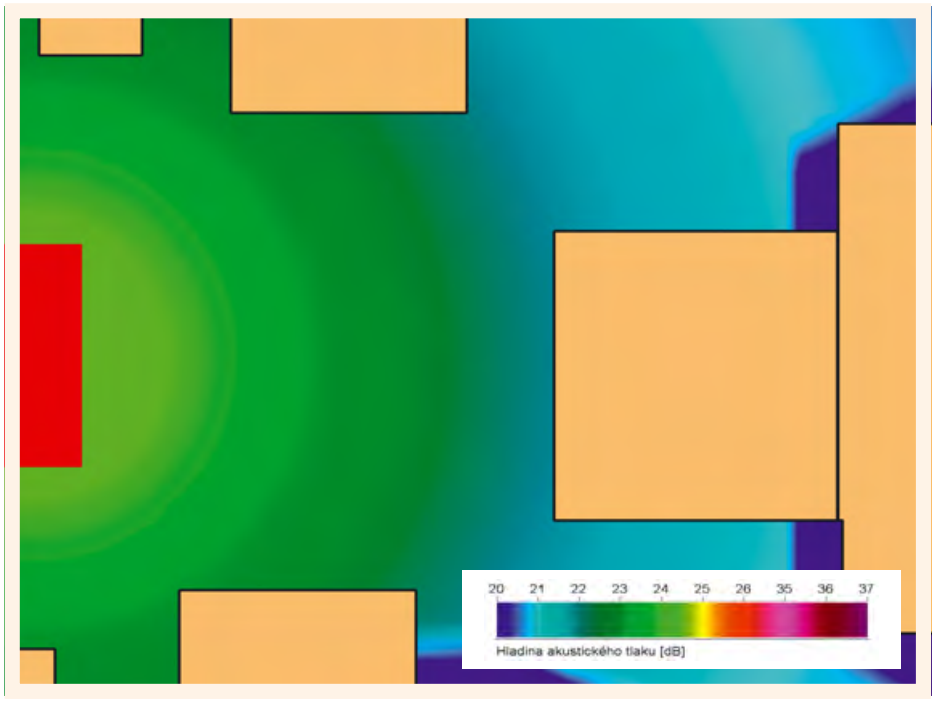

Рис. 1. Зоны шума — спальня – внутрипольный конвектор ISAN Oplflex FLT 20-11 — степень мощности I
Для калибрования гладких концов труб на конус (см. рис. 1, *в*) внутренний диаметр $D'_г$ торцевой части гильзы должен быть меньше внутреннего диаметра $D''_г$ ее заходной части (рис. 2, *ж*) на столько, на сколько необходимо для получения нужной конусности (рис. 2, *з*).
Переформование цилиндрических раструбов на трубах из НПВХ в конические возможно производить с использованием способа, аналогичного механопневматическому калиброванию. При этом следует использовать разрезные гильзы, которые будут смыкаться на раструбе для выполнения его переформования и сниматься после его завершения. Внутренняя поверхность таких гильз должна быть с очертаниями и размерами, обеспечивающими переход цилиндрических стенок раструба в конические от желобка к телу трубы с требуемой конусностью; угол β должен приниматься равным около 1° (см. рис. 1, *г*).
Значительно проще это можно достичь, используя термическую память термопласта. Размягченная путем нагрева стенка раструба на длине от желобка до переходной части охлаждается естественным путем, приобретая некоторую конусность. Так как процесс происходит неуправляемо, конусность может превысить норму — угол $\beta_3 > 1°$ (см. рис. 1, *д*).
где $N_{ц-ц}$ — усилие сборки клеевого соединения по схеме «цилиндр в цилиндр», Н; $f_{кл}$ — коэффициент трения поверхностей гладкого конца и раструба по клею; $\lambda_{ц-ц}$ — длина клеевого шва при склеивании по схеме «цилиндр в цилиндр», м. В соответствии с рис. 1, *б*:
При склеивании по схеме «конус в цилиндр» (см. рис. 1, *в*, $\beta_1 = 1°$) на 25–30 %, по схеме «цилиндр в конус» (см. рис. 1, *г*, $\beta_2 = 1°$) на 50–60 % и на 35–40 % (см. рис. 1, *д*, $\beta_3 > 1°$).
При этом сборка во всех случаях должна вестись таким образом, чтобы фаска одной трубы впрессовывалась бы в переходную полку раструба другой трубы. Это позволит склеивать элементы с радиальными зазорами без учета овальности труб, т.к. овальность при этом выводилась бы практически на ноль. В последнем случае на внутренней стороне гладкого конца следует снимать фаску (см. рис. 1, *д*) под углом 15–20° с тем, чтобы не зажимать диаметр трубопровода $D_в$. Для этого можно использовать механическое с пальчиковой фрезой устройство конструкции НИИ Мосстрой — СКБ Мосстрой.
- уровень акустической мощности A L_{wA} (дБ) и максимальный уровень акустической мощности A L_{wAmax} (дБ) в соответствии с требованиями норм CSN ISO 3744 и CSN ISO 3746. Указанные дескрипторы позволяют, в рамках обработки проектной документации, осуществить на основании расчетной модели оценку акустической комфортности проектируемого помещения. При помощи программного обеспечения можно создать модель комнаты с обозначением зон шума и наглядно представить себе расположение (количество) источников шума в интерьере помещения (см. рис. 1).